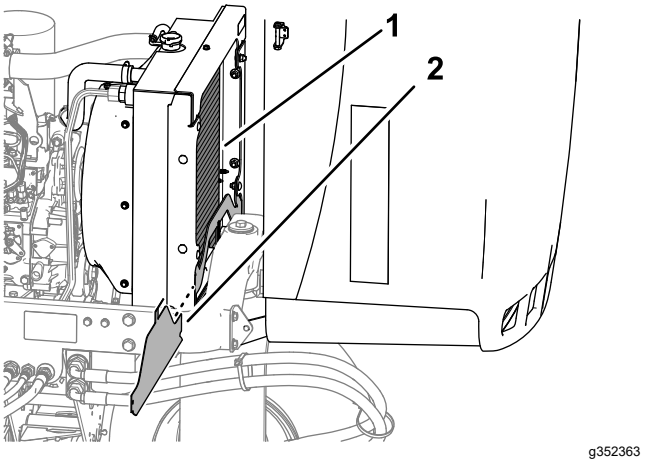

Figuur 74
4. Verwijder het onderste radiateurscherm (Figuur 74).
5. Reinig beide zijden van de omgeving van de radiateur grondig met water of perslucht (Figuur 74).